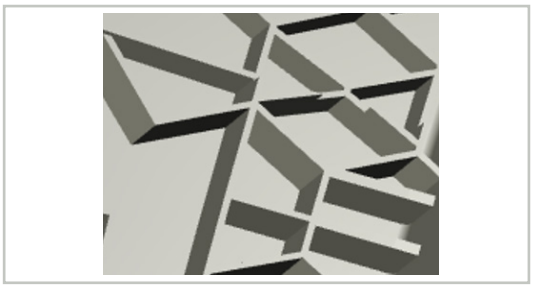

图 2
- 为了保证稳定和可靠的检测范围，传感器正前方的盖板处应避免复杂结构，如蜂窝状。平整的表面更有益于雷达的检测性能。（如图 2）